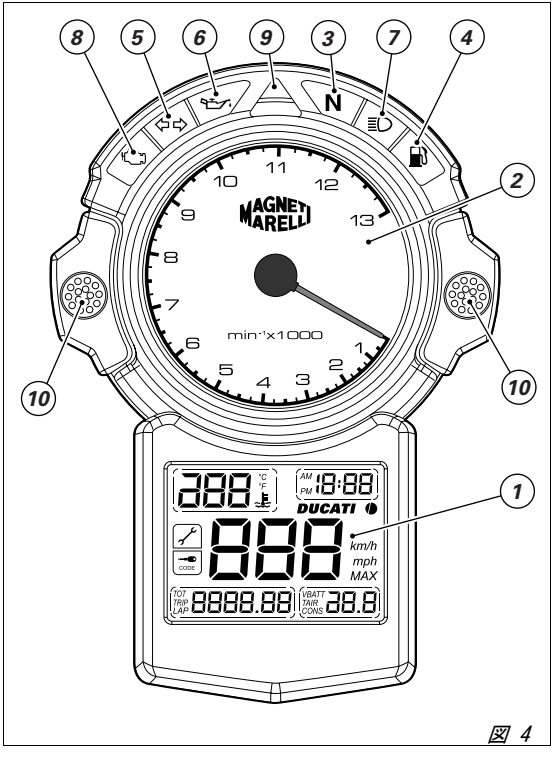

図 4
***メーターパネル***（図 4）
冷却水温度が -40° C/-40° F より低い場合、ディスプレイに点が数個点滅し、橙色の EBOAD パイロットランプが点灯します (8、図 4)。
冷却水温度が +125° C/+257° F を超えると、ディスプレイの温度表示 125° C/257° F が点滅し、橙色の EOBD パイロットランプが点灯します (8, 図 4).。